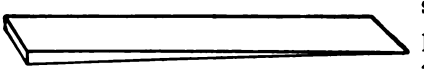

FIG. 37.
84. Applications of the Inclined Plane.—The wedge is a movable inclined plane that in various modifications serves for many different purposes. In the form of a stake wedge, as shown in Fig. 37, it serves to move heavy weights or to separate closely joined pieces of material. In the form of a cold chisel or knife, it serves to sever substances. In the form of a key, it serves to move the brasses in the different pin-joint connections of a steam engine. Familiar examples of inclined planes about machinery are the keys used for fastening a crank to the crank-shaft or a pulley to the shaft; in some designs of cross-heads, the cotters securing the crosshead to the piston rod are an example of an inclined plane; as are also the adjustable shoes in many designs of crossheads for steam engines.